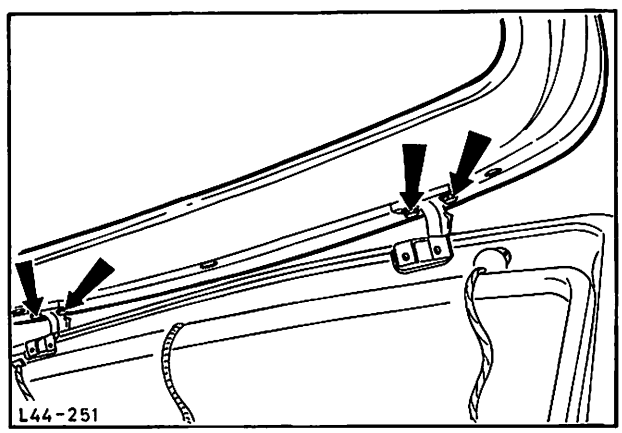

Abb. 266 Tür ausbauen
10. Tür ausbauen und Halter – Türheber abbauen, Abb. 266.